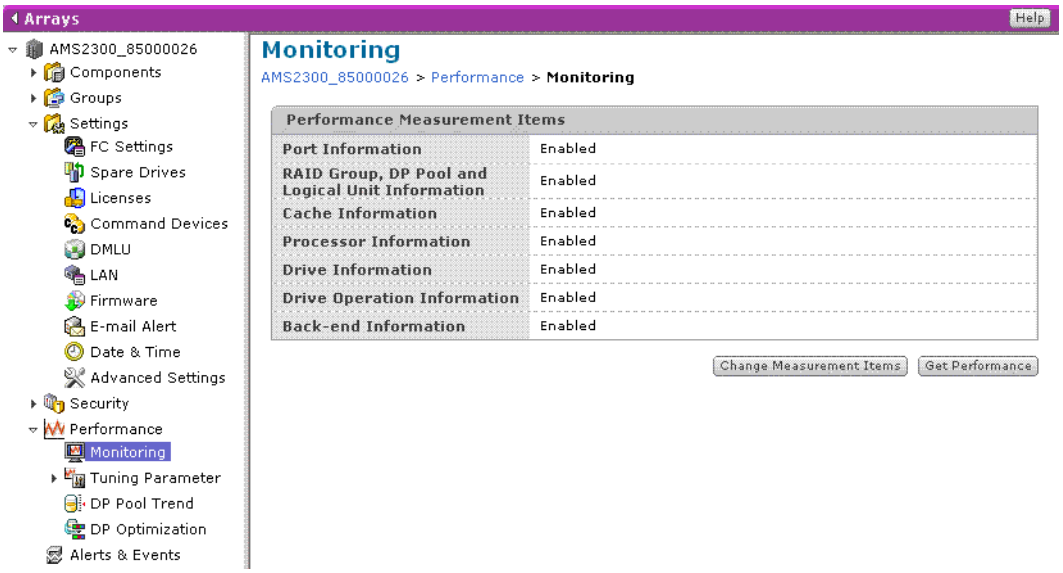

Figure 9-7: Monitoring - Performance Measurement Items
6. Click **Monitoring**. The Monitoring - Performance Measurement Items window displays as shown in Figure 9-7 on page 9-25.